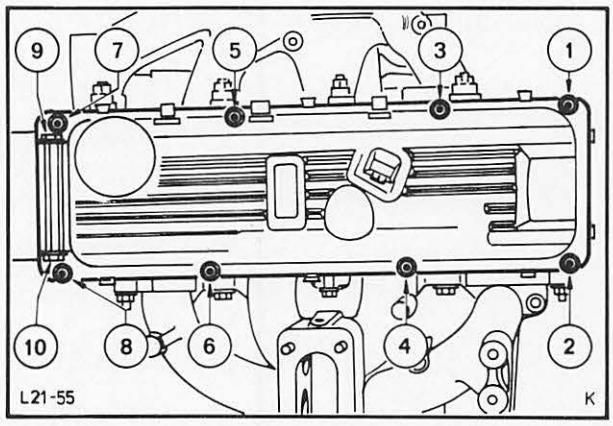

Abb. 77 Anzugsreihenfolge – Zylinderkopfhaube
64. Zylinderkopfhaube mit vorgeschriebenem Drehmoment in folgenden vier Stufen, Abb. 77, festziehen: